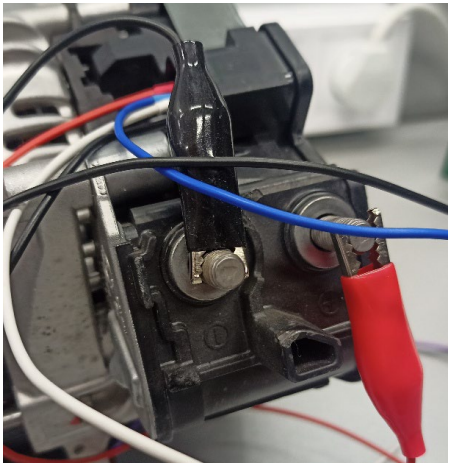

Rysunek 29. Podłączenie kabla diagnostycznego do zacisków mocy
2.2. Podłącz **zacisk czerwony do B+**, a **zacisk czarny do B-** – do odpowiednich zacisków mocy alternatora (patrz rys. 29).